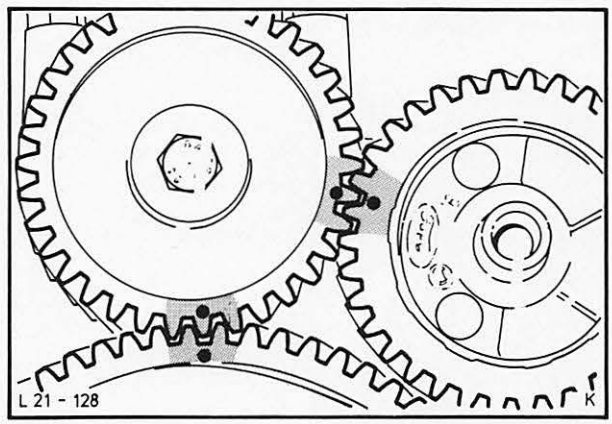

Abb. 172 Punktmarkierungen Stirnräder
47. Nockenwellenzahnrad mit der Punktmarke deckend zur Marke auf dem Kurbelwellenzahnrad aufschieben, Abb. 172. Schraube mit Scheibe eindrehen und mit vorgeschriebenem Drehmoment anziehen.
49. Scheibenfeder in die Ausgleichwelle einsetzen, und Ausgleichwellen-Zahnrad deckend zur zweiten Markierung auf dem Kurbelwellenzahnrad aufschieben, Abb. 172.